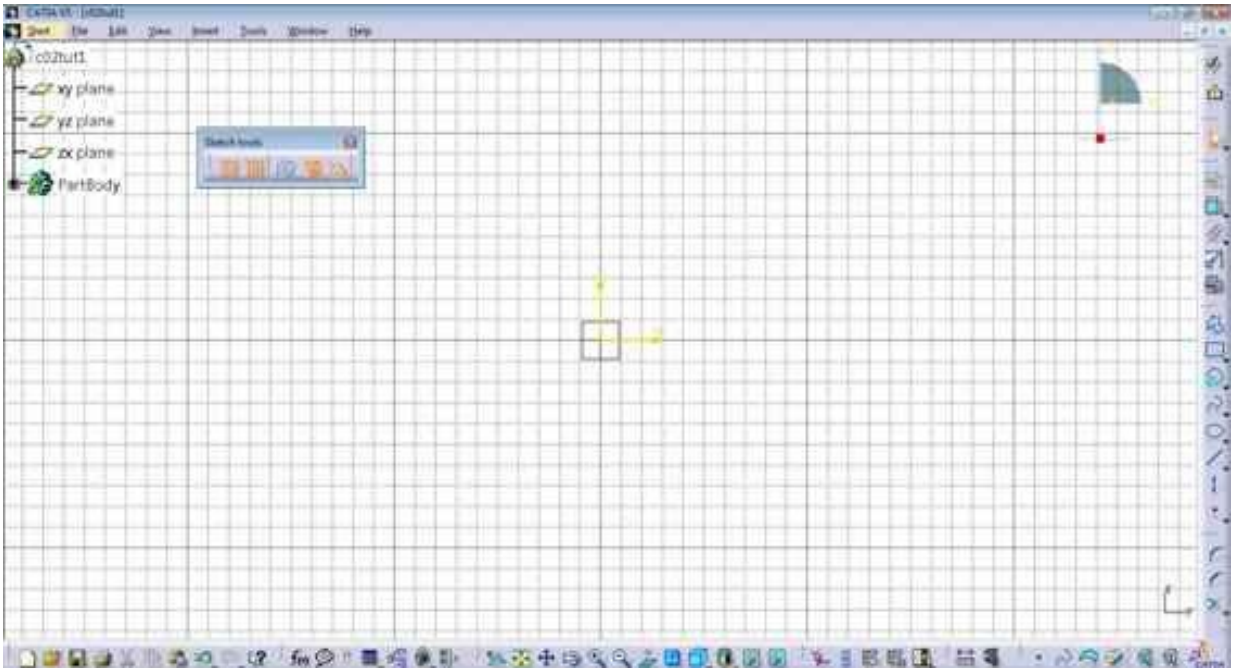

Figure 2-36 *The* ***Sketcher*** *workbench screen*
6. Choose the **Sketch** tool from the **Sketcher** toolbar and then select the yz plane from the Specification tree as the sketching plane; the **Sketcher** workbench screen is displayed, as shown in Figure 2-36.